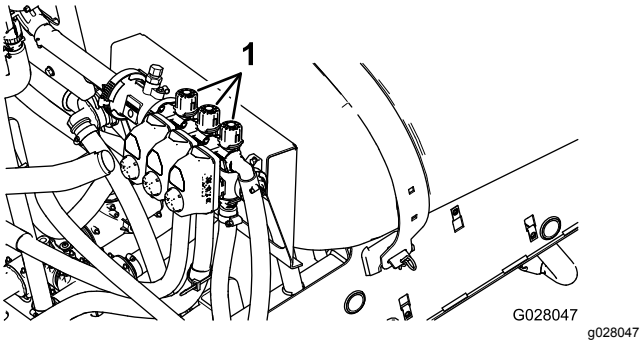

Figuur 29
11. Schakel de linker spuitboom uit en stel de omloopknop van de spuitboom (Figuur 29) zodanig in dat de drukmeter de eerder gewijzigde waarde aangeeft (doorgaans 2,75 bar).
13. Stel de omloopknop van de rechter spuitboom (Figuur 29) zodanig in dat de drukmeter de eerder gewijzigde waarde aangeeft (doorgaans 2,75 bar).
15. Stel de omloopknop van de middelste spuitboom (Figuur 29) zodanig in dat de drukmeter de eerder gewijzigde waarde aangeeft (doorgaans 2,75 bar).